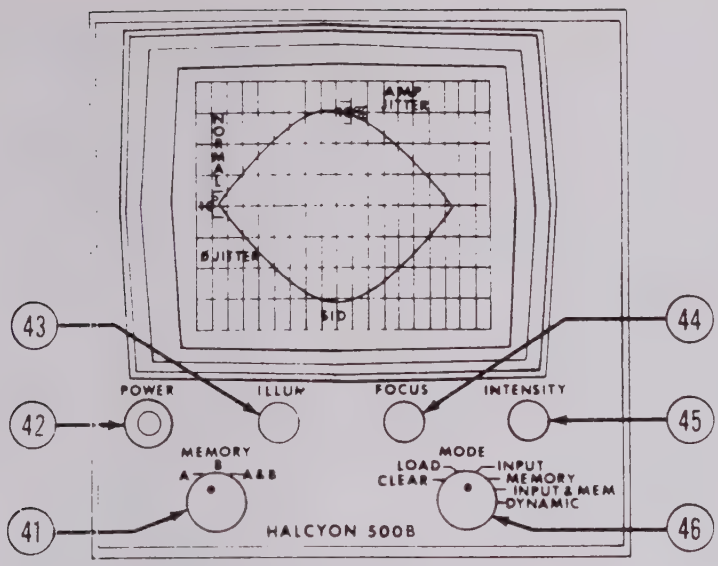

Figure 3-7. Mainframe Front-Panel Controls
(3) FREQ Hz Display (23). This display is used to monitor the frequency of the selected transmitter signal or to display the frequency of a single frequency signal applied to the RECEIVE input (2). The frequency is measured by an internal frequency counter and displayed to a resolution of 1 Hz.
(4) RCV/XMT (19). This pushbutton switch selects either the TRANSMIT (36) or RECEIVE (2) signal for display on the FREQ Hz display (23). Associated LED indicators within the display window are illuminated to show the selected function. The upper LED (21) lights for RCV and the lower LED (22) lights for XMT.
e. Mainframe Front-Panel Controls. (See figure 3-7.)
(1) POWER (42). This pushbutton switch functions as the main power switch for both the 500B Mainframe and the 520B2 Plug-In module. The pushbutton illuminates to provide a positive indication of the power-on condition.
(2) ILLUM (43). This potentiometer varies the crt graticule scale illumination.
(3) FOCUS (44). This potentiometer adjusts the crt display for optimum sharpness.
(2) Turn power on by depressing POWER switch (42, figure 3-7).